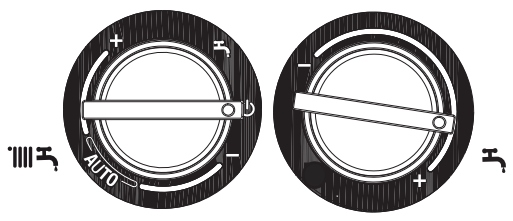

Рис. 4.1a
Если вы отсутствуете непродолжительное время, установите переключатель режимов работы (рис. 4.1a) в положение ⏻ (OFF - Выключено).
Если вы будете отсутствовать в течение длительного времени, установите переключатель режимов работы (рис. 4.1a) в положение ⏻ (OFF - Выключено). Установите главный выключатель системы в положение «выключено». Закройте кран на трубопроводе топлива и кран воды на системе отопления и на системе ГВС. В этом случае системы защиты от замерзания и защиты от заклинивания будут отключены. Слейте воду из системы отопления и системы ГВС, если существует опасность замерзания.
- установите переключатель режимов работы (рис. 4.1a) в положение ⏻ (OFF - Выключено).